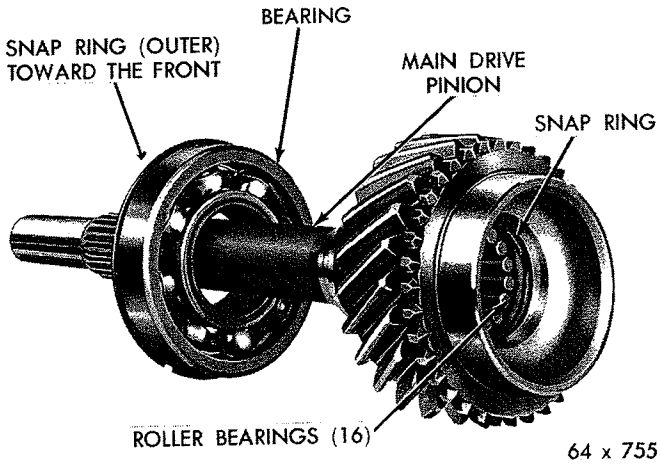

*Fig. 26—Main Drive Pinion and Bearing Assembly*
(5) Press main drive pinion bearing on the pinion shaft. Be sure outer snap ring groove is toward the front (Fig. 26). Seat bearing fully against shoulder on the gear.
(6) Install a new inner snap ring to retain the bearing. Be sure snap ring is seated.